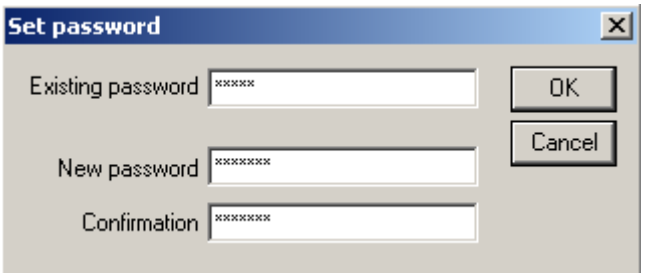

Figure 8.22-2 The "Set password" box for setting the administrator's password
4. The "Set password" box appears (Figure 8.22-2).
5. Specify the existing administrator's password in the "Existing password" field. If there is no administrator's password, this field is left empty (Figure 8.22-2).
6. Type-in the sequence of letters and figures, that will be used as administrator's password in the "New password" field (Figure 8.22-2).
7. Retype-in the new administrator's password in the "Confirmation" field (Figure 8.22-2).
8. Click the "OK" button (Figure 8.22-2). The "Set password" box is closed.